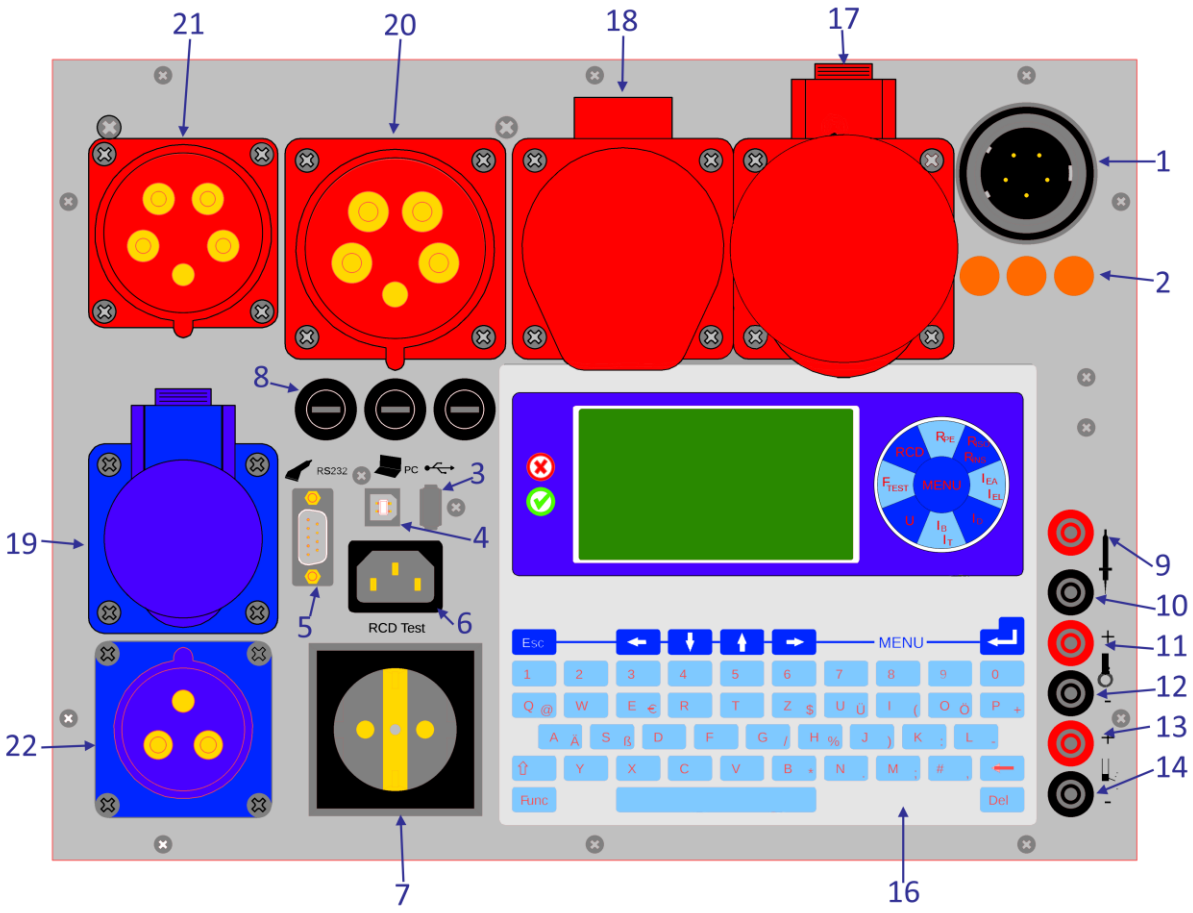

Bild 2
4.1 Anschlüsse Übersicht (Bild 2)
4.2 Netzanschluss, Amphenol Gerätestecker (Bild2/1)
4.3 Phasenkontrollleuchten (Bild 2/2)
4.4 Schnittstelle USB A (Bild 2/3)
4.5 Schnittstelle USB B (Bild 2/4)
4.6 Schnittstelle RS232 (Bild 2/5)
4.7 Sicherungen (Bild 2/8)
4.8 Messbuchsen Sonde (Bild 2/9,10)
4.9 Messbuchsen Stromzange (Bild 2/11,12)
4.10 Messbuchse Zange - / GND (Bild 2/12)
4.11 Messbuchsen ARC + /- (Bild 2/13,14)
4.12 Prüfdosen (Bild 2/7,17,18,19)
4.13 Prüfstecker (Bild 2/20,21,22)